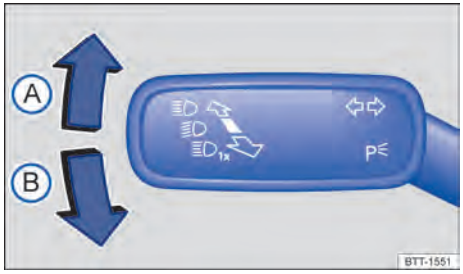

**Fig. 75** En el lado izquierdo de la columna de dirección: palanca de los intermitentes y de la luz de carretera.
2. Mueva la palanca de los intermitentes y de la luz de carretera desde la posición central hasta la posición deseada → fig. 75.